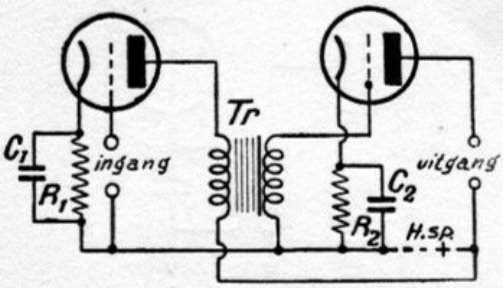

Fig. 51. Een tweelampsversterker met polarisatie van de roosters door de weerstanden R_1 en R_2 („negatieve vòòrspanning").
W. — Ja! Kijk (fig. 51), hier heb ik het schema van twee versterkerlampen, die door een transformator zijn gekoppeld. De eerste wordt met behulp van een weerstand R_1 gepolariseerd, de tweede met behulp van R_2.